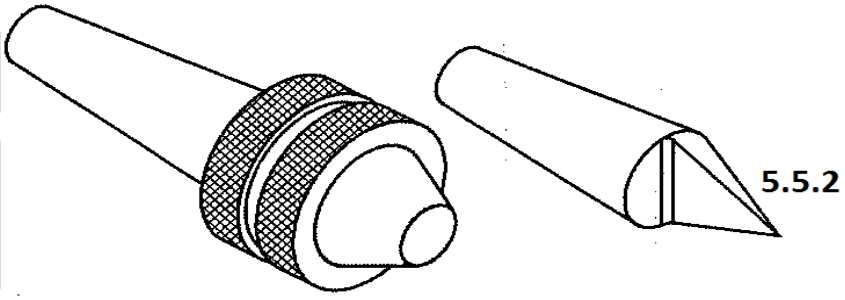

FIGUUR 6
5.5 'Daar is ongeveer VYF draaibanksenters in die pas-en-draaiwerkswinkel beskikbaar in die pas- en masjineeringwerkwinkel. FIGUUR 6 hier onder toon TWEE draaibanksenters.
5.5.1 Benoem die draaibanksenter wat as 5.5.1 in FIGUUR 6 hier bo gemerk is. (1)
5.5.2 Benoem die draaibanksenter wat as 5.5.2 in FIGUUR 6 hier bo gemerk is. (1)